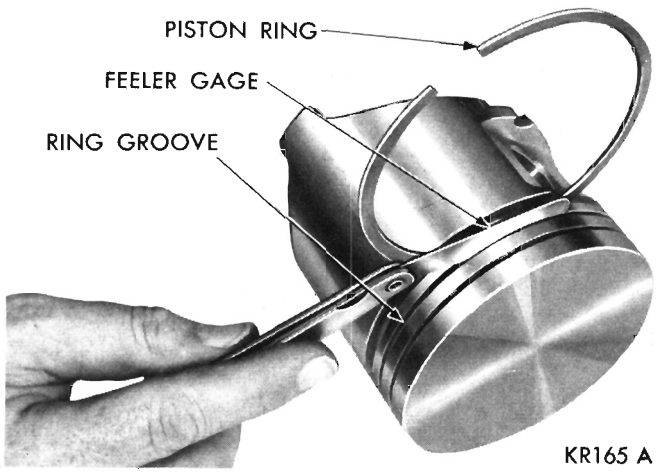

Fig. 36—Measuring Piston Ring Side Clearance
(2) Insert feeler stock in the gap. Ring gap should be .010 to .047 inch for compression rings and .015 to .062 inch for oil ring steel rails in standard size bores. Maximum gap in .005 inch o/s bores should be .060 inch for compression rings and .070 inch for oil ring steel rails.
(3) Measure side clearance between piston ring and ring land, (Fig. 36).